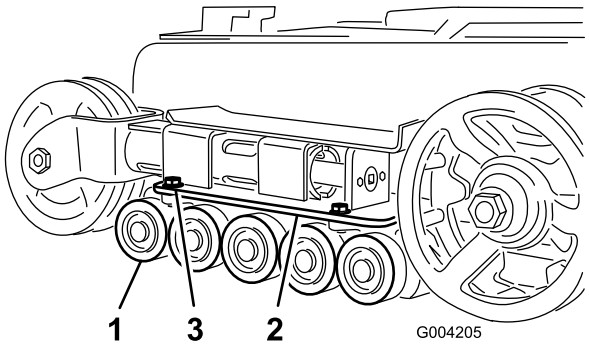

Figuur 44
2. Draai de 4 bouten los waarmee de onderste rupsbandgeleider met de wegwielen is bevestigd en verwijder de schroeven (Figuur 44).